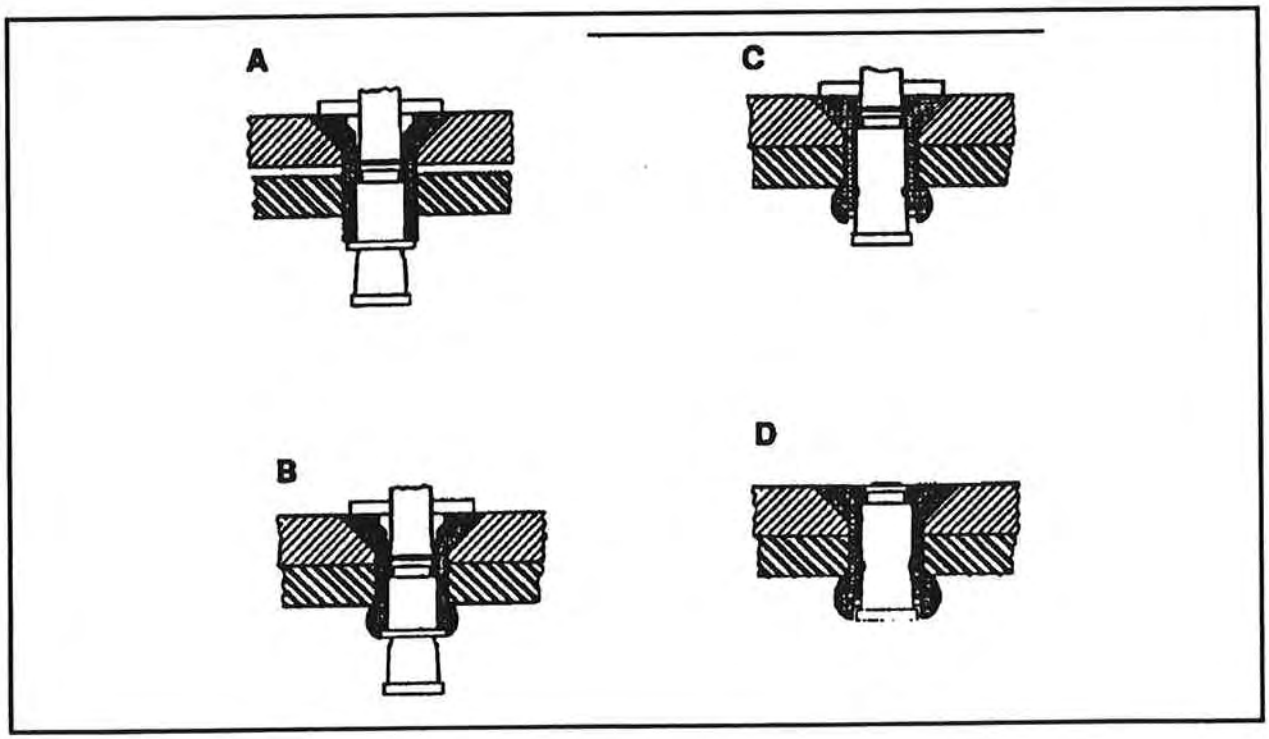

Figure 6-32. CherryMAX rivet installation
Refer to Figure 6-32 for a description of how CherryMAX rivets work. Before pulling begins, engage pulling serrations of stem with jaws of pulling head (A). Stem is pulled into rivet sleeve and starts to form a large bulbed blind head, seats the manufactured head, and clamps the sheets tightly together. Hole-filling action begins (B). Formation of blind head and hole filling are completed. Shear ring shears from cone to allow stem to pull further into rivet sleeve (C). Pressure of the driving anvil forms the locking collar into collar recess, locking stem and sleeve together. Continued pulling fractures stem, providing a flush burr-free installation. Installation is now complete (D).